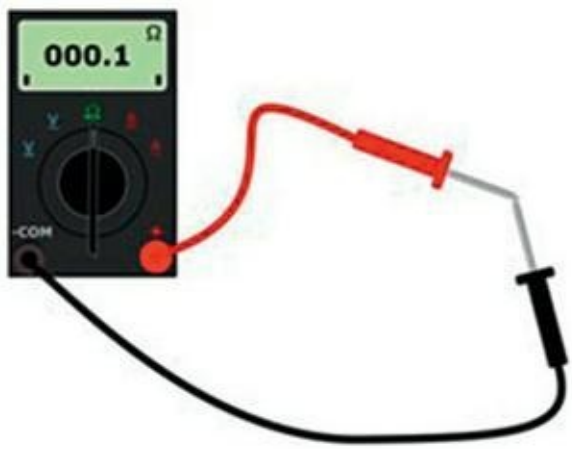

FIGURE 16-6 Pour être sûr que votre multimètre fonctionne correctement, joignez les deux sondes et vérifiez qu'il indique zéro ohm.
3. **Branchez les deux cordons de test dans les prises appropriées de l'appareil, puis mettez leurs deux extrémités métalliques en contact (voir Figure 16-6).**